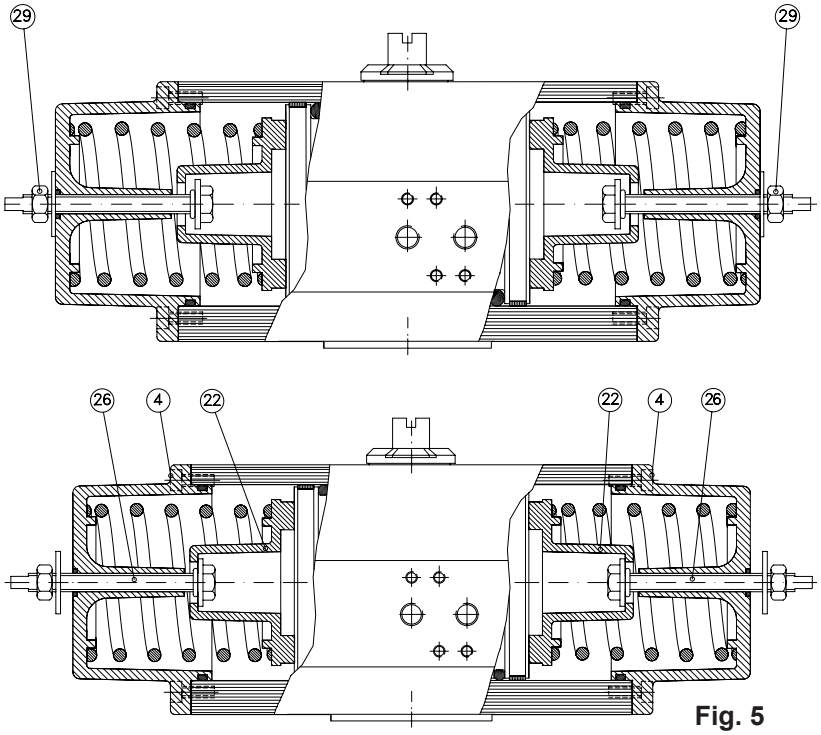

Fig. 5
2. Vérifier que les ressorts peuvent presser le piston en position d'origine selon la figure 5.
4. Désserrer le contre-écrou (29).
5. Tourner les deux vis de serrage (26) dans le sens des aiguilles d'une montre jusqu' à ce qu'elles touchent le guide-ressort (22).
6. Tourner la vis de serrrage de gauge (26) dans le sens inverse des aiguilles d'une montre jusqu'à ce qu'elle touche le guide-ressort et démonter la boîte ressort de gauche en désserrant les vis (4).